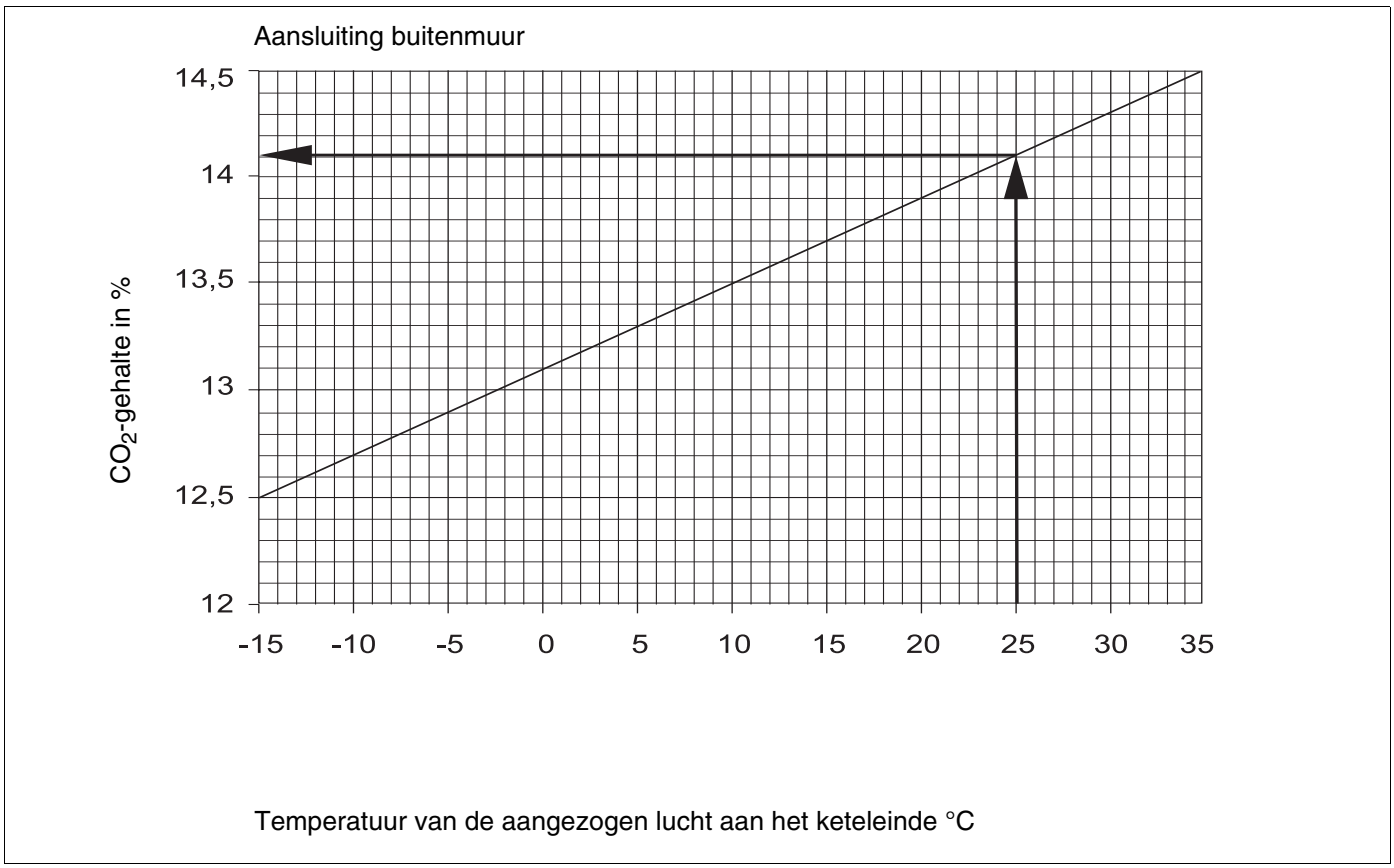

Afb. 7 De instelling van de CO_2 hangt af van de aanzuigluchttemperatuur bij een luchttoevoer direct door een buitenmuur (geldt met en zonder branderkap)
- Stel het CO_2-gehalte bij aan de drukregelschroef aan de oliepomp conform afb. 7, pagina 14 of afb. 8, pagina 14, in functie van het feit of de aangevoerde lucht direct door de buitenwand of langs een concentrische leiding wordt aangezogen.